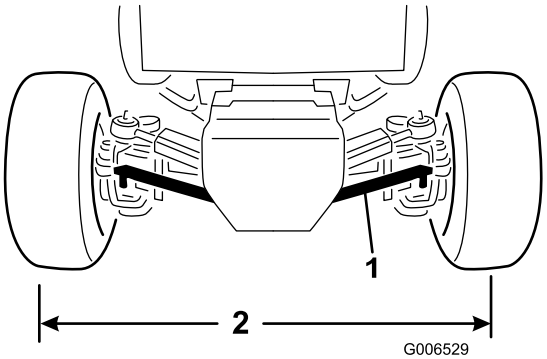

**Figur 58**
2. Fjern møtrikkerne, der fastgør en af forbindelsesstangens kugleled til monteringsbeslaget på akslen, og kobl kugleleddet fra akslen (Figur 58).
4. Drej styreforbindelsesstangen indad eller udad, indtil afstanden fra midten til midten foran og bag på baghjulene er den samme (Figur 58).